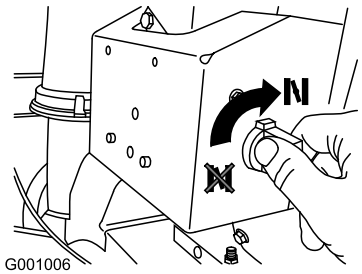

Figur 26
4. Flytta choken till läget På (Figur 26).